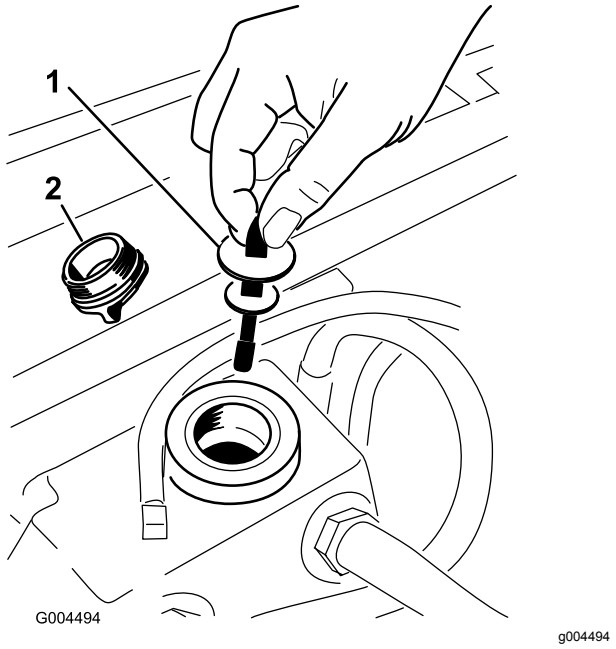

Rysunek 56
5. Odkręć korek wlewu zbiornika hydraulicznego z szyjki wlewu (Rysunek 56).
6. Wyjmij wskaźnik poziomu i wytrzyj go czystą szmatką (Rysunek 56).
7. Włóż wskaźnik poziomu do szyjki wlewu, a następnie wyjmij go i sprawdź poziom oleju (Rysunek 56).